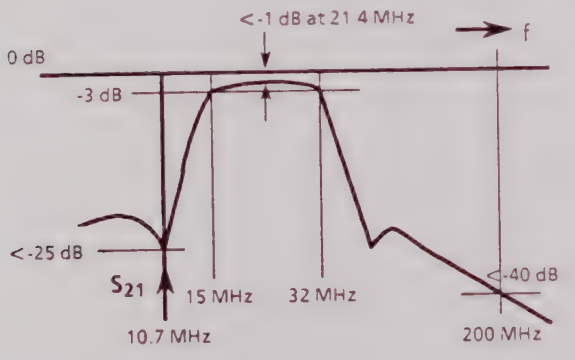

Fig. 6-10 S21
- Check S21 according to Fig. 6-10.
See Fig. 6-10 for nominal representation of S21.